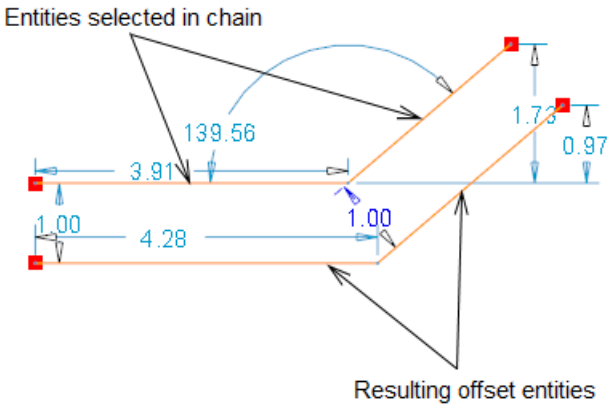

Figure 3-21 *Offset created in chain mode*
3. To create offset of a chain of two or more entities, select the **Chain** radio button from the **Type** dialog box and then select the entities in chain. Specify the value of offset in the **Enter offset in the direction of the arrow [Quit]** edit box and choose the **OK** button to create the offset of the selected entities, refer to Figure 3-21.